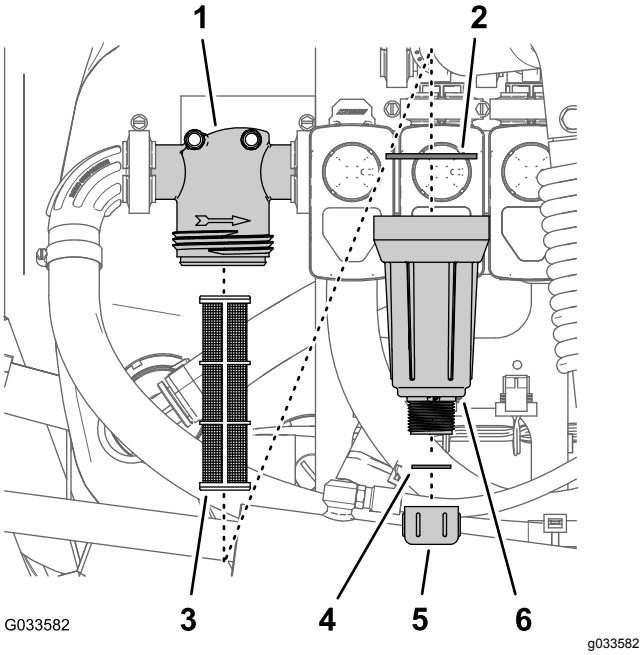

Figur 97
2. Placera ett kärl under tryckfiltret (Figur 97).
3. Vrid avtappningslocket motsols och ta bort det från tryckfiltrets skål (Figur 97).
4. Vrid skålen motsols och ta bort filterhuvudet (Figur 97).
5. Ta bort tryckfiltret (Figur 97).
7. Kontrollera att avtappningspluggens packning (sitter på insidan av skålen) och skålens packning (sitter på filterhuvudets insida) inte är slitna eller skadade (Figur 97).
8. Montera tryckfiltret i filterhuvudet (Figur 97).
9. Montera skålen på filterhuvudet och dra åt för hand (Figur 97).
10. Sätt på avtappningslocket på skruvförbindningen i skålens botten och skruva åt det för hand (Figur 97).